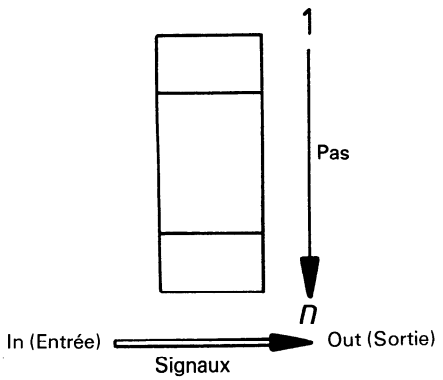

Figure 1
5.3.1 Forme générale d'un opérateur séquentiel vertical (voir figure 1)